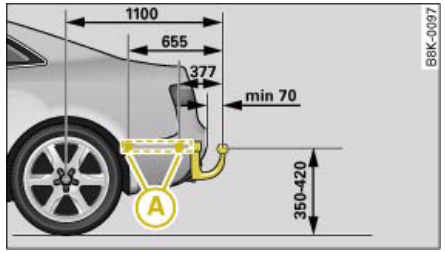
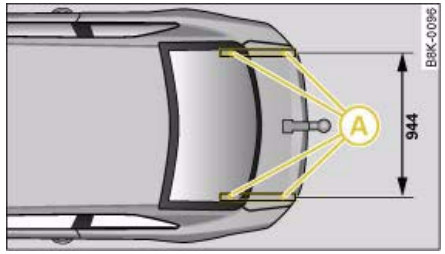

Fig. 245 Positions of securing points (side view)
Fig. 246 Positions of securing points (from above)
The securing points, which are marked by an (A) in the illustrations ⇒ fig. 245 and ⇒ fig. 246, are located under the vehicle.